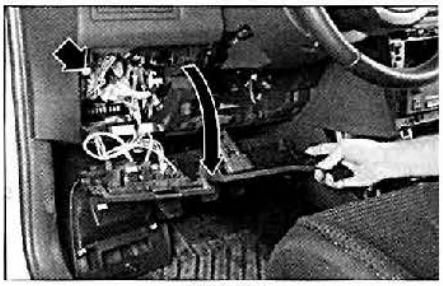

FIG. 39
• Del lado conductor, bascular la trampilla de acceso a los fusibles (tornillo de cuarto de vuelta) desmontar el tornillo en el extremo izquierdo y desengrapar el guarnecido debajo del salpicadero incorporando el tablero de mandos (reglaje faros/ESP/AFIL). Desconectar el conjunto de los conectores que llegan a este tablero para desmontar el guarnecido completo **(fig. 39).**